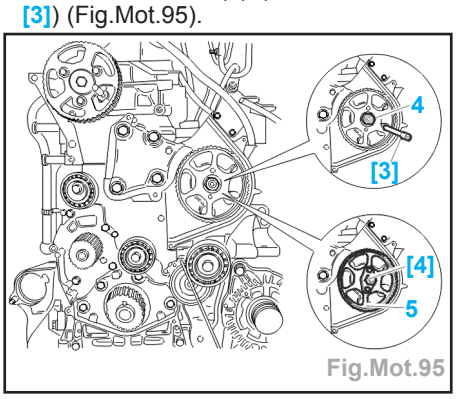

Fig.Mot.95
- Vidanger et écarter le bocal (2) de l'élément filtrant.
- Déposer le support (3) du bocal de l'élément filtrant.
- Desserrer l'écrou (4) (à l'aide de l'outil [3]) (Fig.Mot.95).